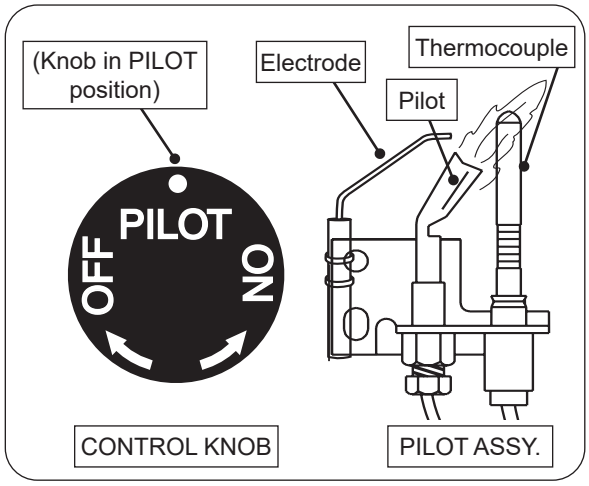

Fig. 19-1 Pilot lighting
3. Locate the pilot assembly on the side or the rear of the burner pan (see Fig. 19-1).
4. Turn the control knob counterclockwise ↶ to **PILOT**. Push the knob **firmly and fully** in and hold. Push the piezo igniter button several times until the pilot lights. Continue to hold the knob in for about one (1) minute after the pilot is lit. Release the knob and it will pop back out. The pilot will remain lit. See Fig. 19-1. If it goes out, repeat steps 2-4.